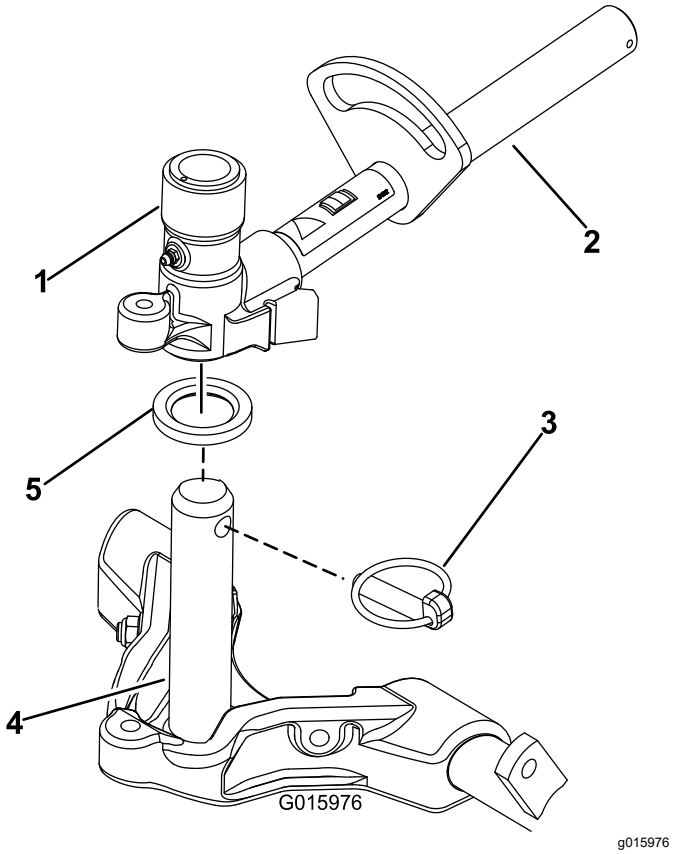

**Рисунок 16**
9. Нанесите чистую консистентную смазку на ось несущей рамы (Рисунок 16).
10. У передних режущих блоков: задвиньте режущий блок под подъемный рычаг, вставляя при этом ось несущей рамы в находящуюся над ней поворотную втулку подъемного рычага (Рисунок 16). Убедитесь, что упорная шайба расположена на оси несущей рамы.
11. Закрепите ось несущей рамы в поворотной втулке подъемного рычага с помощью шплинта с кольцом (Рисунок 16).
B. Наденьте втулку подъемного рычага на ось несущей рамы (Рисунок 16).